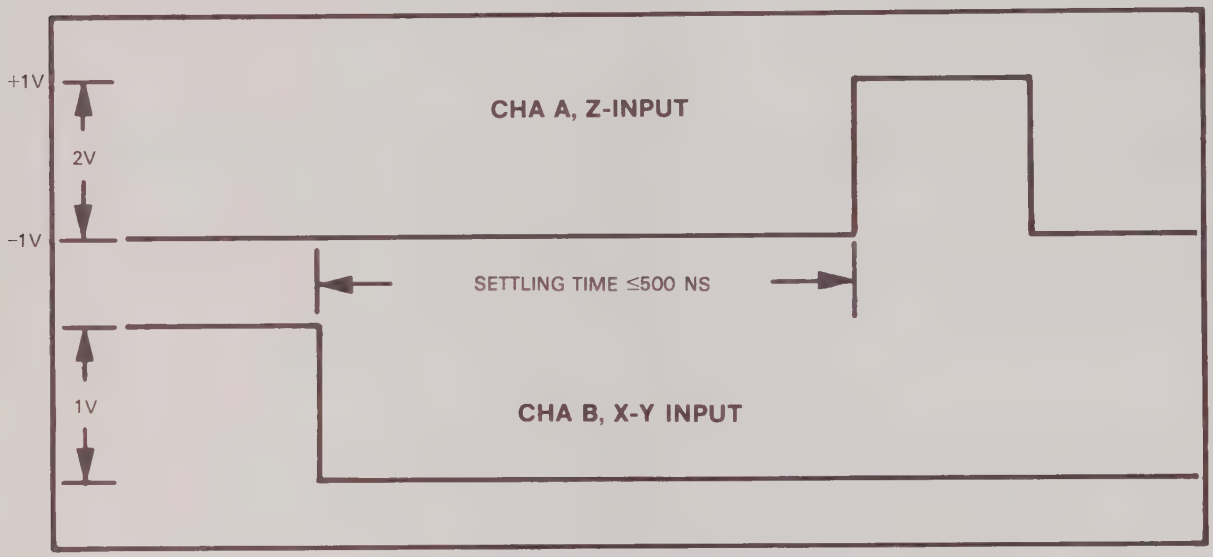

Figure 4-10. Settling Time Measurement with 1 V Input
g. Check monitor oscilloscope for the following display (figure 4-10).